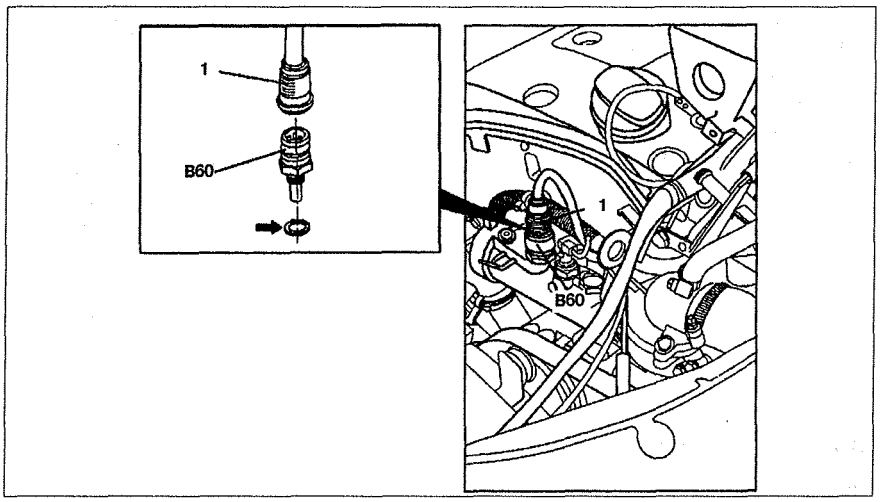
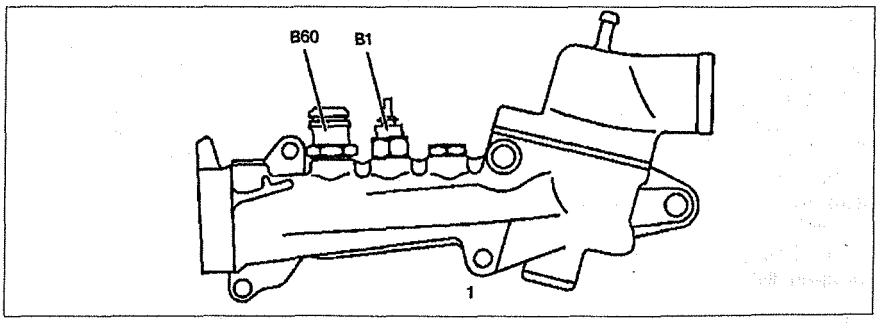

Рис. 2.106. Снятие датчика температуры охлаждающей жидкости:
Рис. 2.107. Расположение датчиков температуры:
3. Отсоедините разъем **1** от датчика температуры **B60** (см.рис.2.106). Расположение датчиков указано на рис. 2.107.